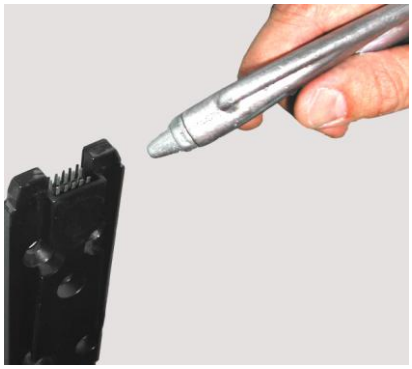

Rys. 2 Styki, które należy przedmuchać sprężonym powietrzem
- najpierw należy przedmuchać obszar styków sprężonym powietrzem, aby usunąć całą pozostałą wodę lub inne płyny (Rys. 2),